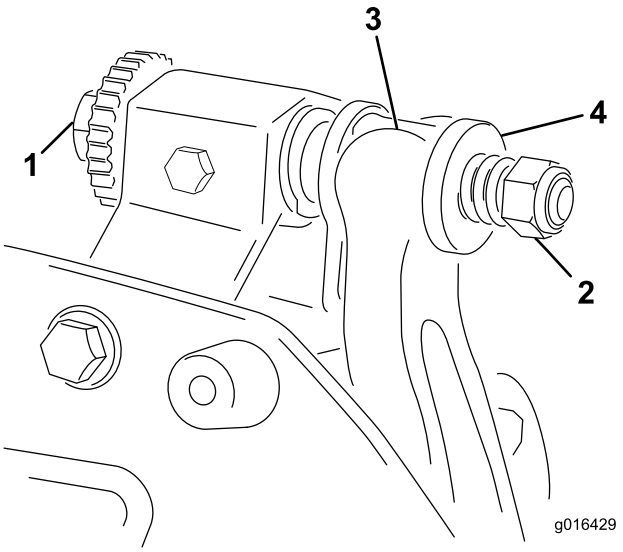

Figur 18
1. Skru justeringsskruen til motstangen mot klokken, til motstålet bakside, vekk fra spolen (Figur 18).
2. Skru ut fjærspenningsmutteren til skiven ikke lenger er strammet mot motstangen (Figur 18).